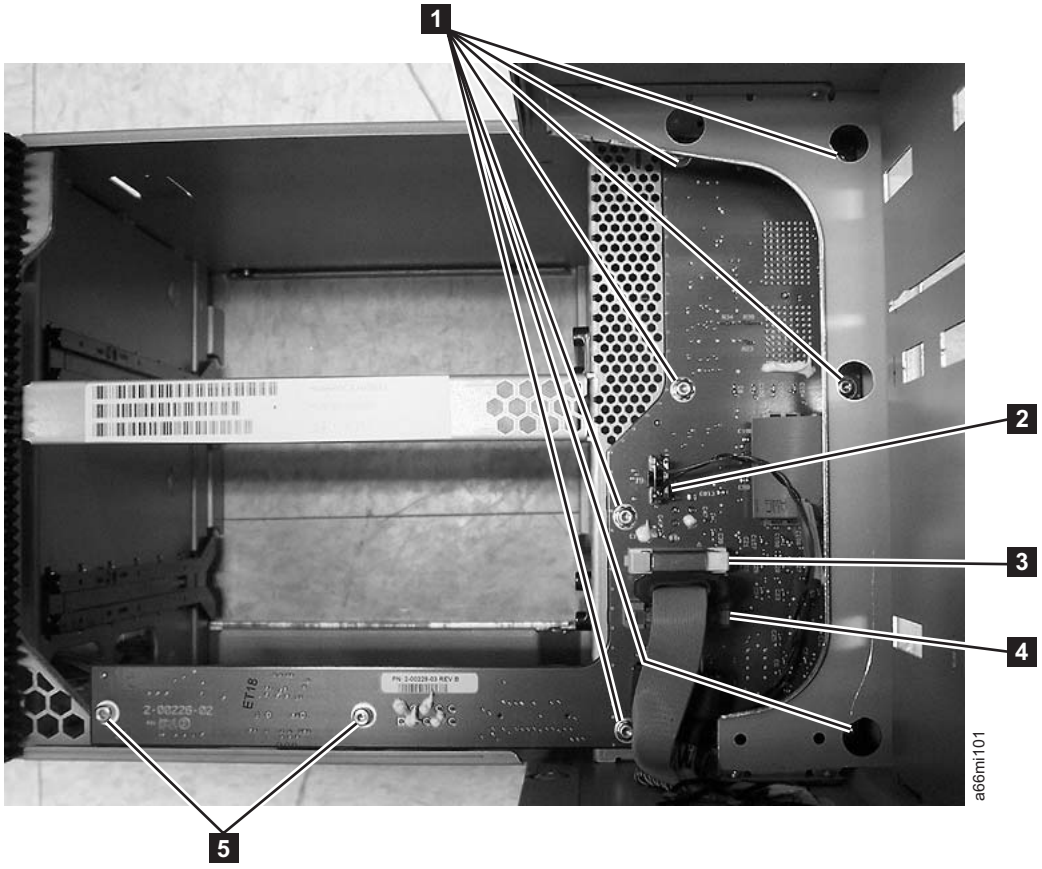

Figure 7-138. Backplane Connector Board (BCB), Front View
c. Unplug cable connectors J9 (see **2** in Figure 7-138 on page 7-123), J16 (see **3** in Figure 7-138 on page 7-123), and J15 (see **4** in Figure 7-138 on page 7-123) from the BCB.
a. Remove the 2 T8 Torx shoulder screws (5 in Figure 7-138 on page 7-123) holding the lower part of the BCB.
b. Remove the 7 T10 Torx screws (1 in Figure 7-138 on page 7-123) holding the remainder of the BCB.
Tip: When installing the new BCB it is easier to start the board mounting screws (1 and 5 in Figure 7-138 on page 7-123) if you first stand the control module enclosure on end.